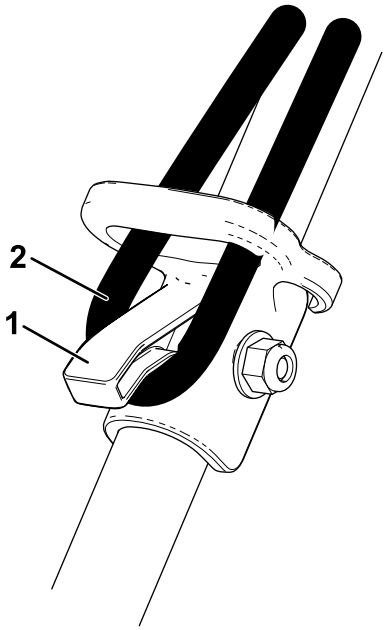

**Figur 9**
**Obs:** Använd sladdlåset på det övre handtaget för att fästa förlängningssladden på maskinen så att den inte lossnar när du använder maskinen (Figur 9).